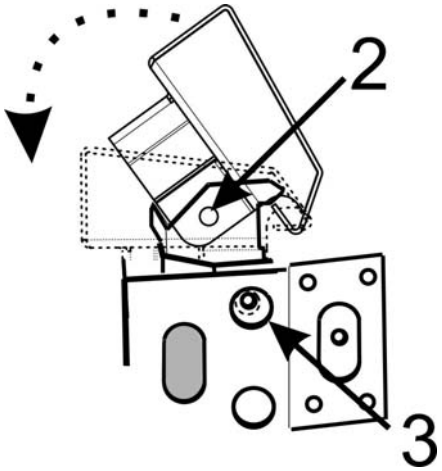

Figure 6: Island Trim placement 2
11. Rotate the Island Trim into position where the Island Trim side mounting hole 2 is visible through hole 3 on both sides of the range(see Figure 6: Island Trim placement 2.